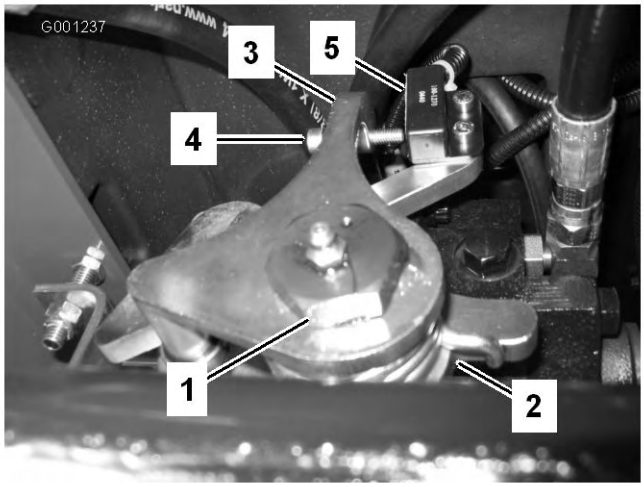

Figur 57
3. Lossa fästskruven på den motsatta sidan av justeringskammen för hjuldrivning (Figur 57).
7. Justera skruven på neutralretursarmen (Figur 57) tills gapet mellan skruvänden och brytarkontakten är 2,286–3,048 mm.